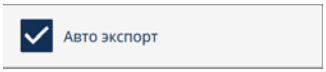

Рис. 2-38 Установленный флажок Авто экспорт
1. Установите флажок **Авто экспорт** для автоматического экспорта результатов в формате Excel (.csv) в выбранное место назначения после завершения каждого теста (см. Рис. 2-38 на стр. 46).